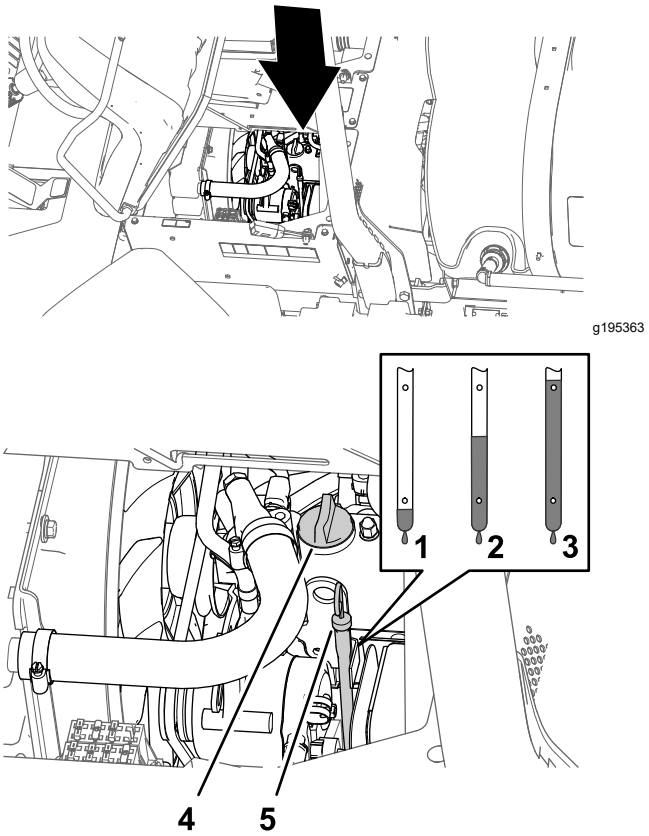

**Bild 78**
2. Nehmen Sie den Peilstab heraus, der sich unter dem Fahrersitz befindet, und wischen Sie ihn mit einem sauberen Lappen ab (Bild 78).
3. Nehmen Sie bei niedrigem Ölstand den Fülldeckel von der Ventilabdeckung (Bild 78) ab und gießen Sie Öl in den Füllstutzen, bis der Ölstand an der Voll-Markierung am Peilstab liegt.
4. Setzen Sie den Ölfülldeckel ein (Bild 78).
5. Stecken Sie den Peilstab wieder fest ein (Bild 78).